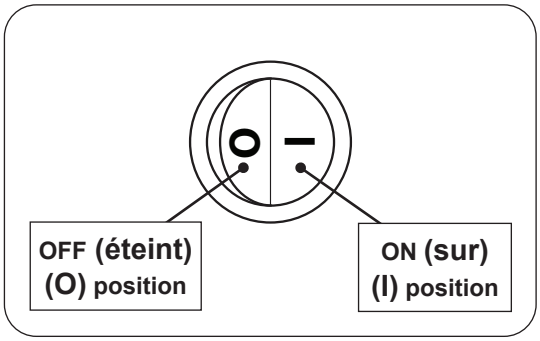

Fig. 53-1 Opération manuelle
3. Appuyez sur l'interrupteur ON/OFF (sur/éteint) à la position **ON** (sur) **(I)** (see Fig. 53-1).